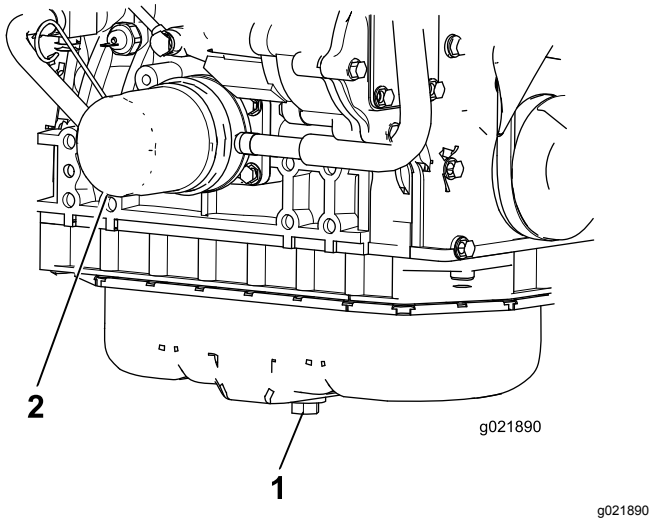

Figur 73
1. Fjern tappepluggen (Figur 73) og la oljen renne ut i et tappefat.
3. Ta av oljefilteret (Figur 73).